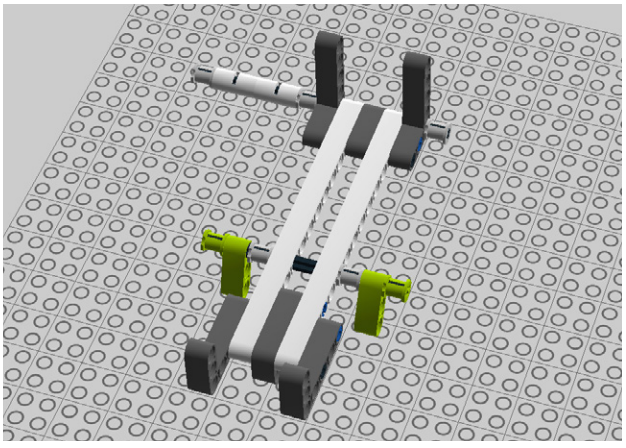

Figure 5-87. *Step 80: Securing two beams*
80. Add two 3M beams and two bushes as shown in Figure 5-87.